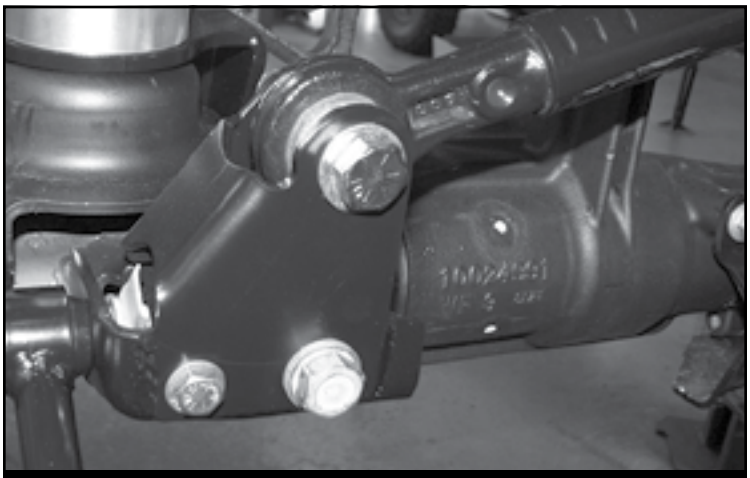

FIGURE 23 - STEP 22
22. Re-install the track bar using the supplied 9/16” X 3” bolt, nut and washers. Torque to 153 ft-lbs. **SEE FIGURE 23**